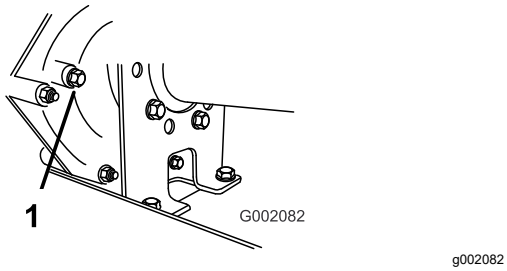

**Figuur 58**
2. Verwijder de bout uit het peilgat (Figuur 58).